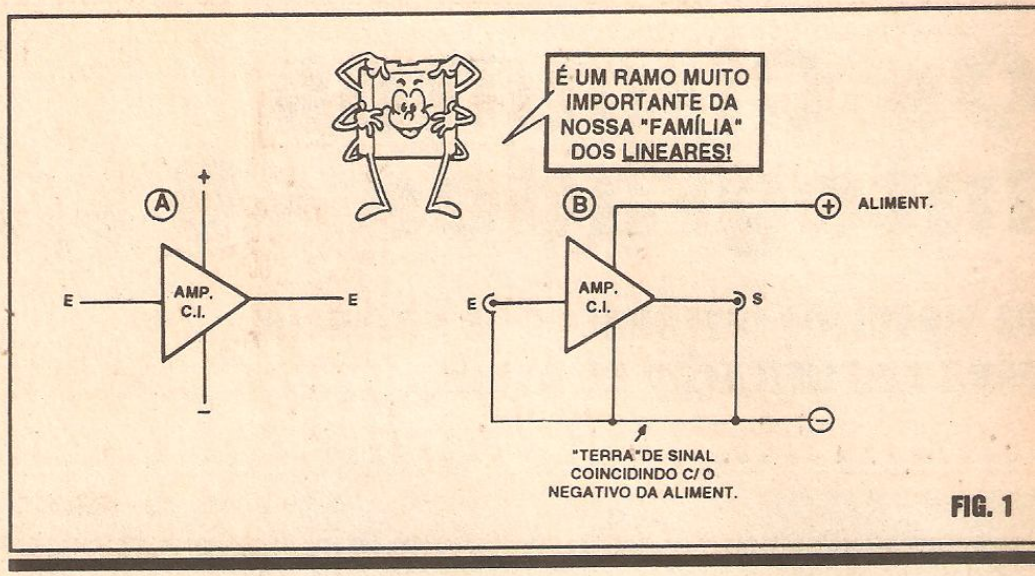

FIG. 1
- FIG. 1 - A REPRESENTAÇÃO DOS IPAs NOS ''ESQUEMAS'' - Em sua essência, os IPAs são ''Integrados Amplificadores'', e assim convencionou-se representá-los nos diagramas de circuitos através da estrutura em forma de triângulo (igual à adotada para os Amplificadores Operacionais, feito o 741, já estudados...). Suas conexões básicas, ou acessos essencias, são (ver fig. 1-A) pelo menos um terminal de Entrada (E), pelo menos um de Saída (S) e mais dois terminais para a alimentação (''+'' e ''–'').
Notem que é possível, dependendo de condições específicas de desenho e da própria complexidade do ''esquemas'', encontrar os IPAs representados de outra forma (que não o tradicional **triângulo** estilizado dos amplificadores...), às vezes como blocos quadrangulares (''caixas'') ou outros ''formatos'' de desenho representativo... Assim, é sempre bom usar o raciocínio na interpretação dos diagramas que contenham Integrados desse gênero, analisando visualmente o ''esquema'' de modo a corretamente interpretar seus símbolos e significados... O arranjo circuital básico de um IPA, na sua utilização prática, é mostrado na fig. 1-B, devendo o Leitor/''Aluno'' observar que é convencional fazer coincidir, eletricamente, a linha de ''terra'' do sinal (geralmente **comum** à Entrada e à Saída...) com a linha do **negativo** da alimentação. Existem exceções à essa regra, fiquem atentos, porém - de modo geral - essa é a estrutura adotada...